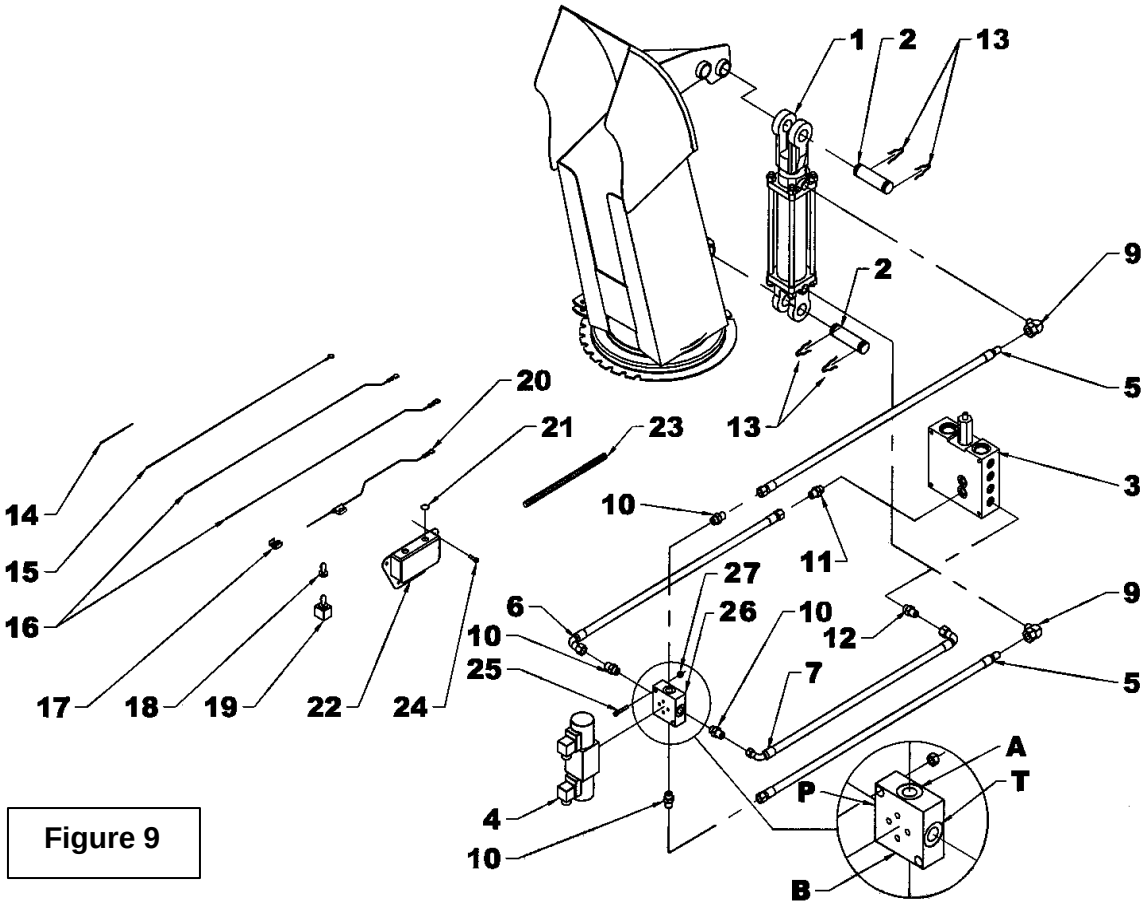
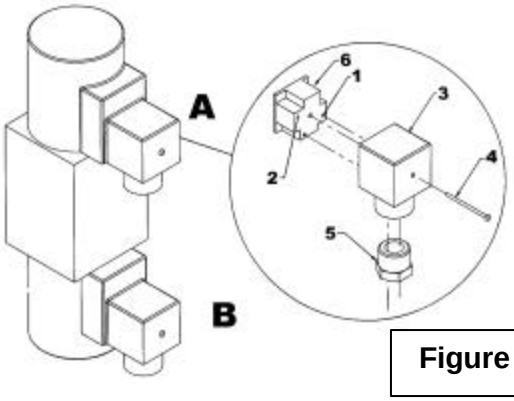

Figure 9
Figure 11
(Se référer aux Figures 9 et 10, sauf si indication contraire)
2. **(FIGURE 9) Pour une souffleuse 64":** Installer le cylindre 2'' x 6'' (item 1) dans le trou le plus éloigné de la chute en orientant la tige du cylindre vers le haut et le boulon de la manille vers l'extérieur. Bloquer les manilles du cylindre avec deux goupilles 1" (item 2) et quatre goupilles en épingles (item 13).
5. **(FIGURE 9 ou 10 selon le modèle de souffleuse, H64 ou H76)** Installer les adaptateurs 9/16" ORB mâle x 9/16" JIC mâle (item 10) sur chacun des ports du bloc hydraulique (item 26). ATTENTION: Pour ne pas confondre les adaptateurs avec les limiteurs de débit voir figure ci-dessous.
10. (FIGURE 9) Brancher le boyau 1/4" x 83" le bout 3/8 NPT enduit de téflon (item 5) qui est sur le dessus de la valve (item 4) au port du haut du cylindre (item 1) en le glissant dans le support de boyaux (fig, 9A, item 4). Brancher l'autre boyau 1/4" x 83" (item 5) dans l'autre port du cylindre en le glissant aussi dans le support de boyaux (fig, 9A, item 4). Ne pas serrer immédiatement.
(Figure 9 ou 10) H64 et H76:
18. Retirer la rondelle de blocage de l'interrupteur. Insérer l'interrupteur (item 19) dans le boîtier. Serrer l'interrupteur avec son écrou. Mettre le capuchon de plastique (item 21) sur l'autre trou du boîtier, si nécessaire. Mettre le capuchon de caoutchouc (item 18) sur l'interrupteur. Emmener les fils vers la souffleuse
19. Enlever le boîtier de connexion "A" (Fig. 11, item 3) de la valve électro-hydraulique (Fig. 9 ou 10, item 4) en enlevant complètement la vis (Fig. 11, item 4) sur le devant du boîtier et enlever le bouchon (Fig. 11, item 5) du dessous. Avec un petit tournevis, pousser délicatement sur le bloc de connexion (Fig. 11, item 6) en insérant le tournevis par le trou du bouchon (Fig. 11, item 5) pour le faire sortir du boîtier (Fig. 11, item 3). Insérer un fil blanc 360" (Fig. 9 ou 10, item 16) dans le trou identifié #1 (Fig. 11, item 1) du bloc de connexion (détail, item 6) et un fil noir 9" (Fig. 9 ou 10, item 14) dans le trou identifié #2 (Fig. 11, item 2) et passer les fils par le trou du bouchon du boîtier (Fig.11, suivre les lignes fantômes).
20. Remettre le bloc (Fig.11, item 6) dans le boîtier (Fig.11, item 3) de manière à ce que les fils soient vers le bas afin d'éviter des infiltrations d'eau (voir Figure 11). Replacer le boîtier sur la valve (Fig. 9 ou 10, item 4) et remettre la vis (Fig.11, item 4) en place ainsi que le bouchon (détail, item 5).
21. Enlever le boîtier de connexion "B" et insérer un fil blanc 360" (Fig.9 ou 10, item 16) dans le trou identifié #1 (Fig.11, item 1) du bloc de connexion (Fig.11, item 6). Mettre le bout du fil noir 9" (Fig.9 ou 10, item 14) du boîtier "A" ainsi que le fil noir 360" (Fig. 9 ou 10, item 15) dans le trou identifié #2 (voir Fig. 11, item 2). Passer les fils par le trou du boîtier (Fig.11, suivre les lignes fantômes). Remettre le bloc dans le boîtier de manière à ce que les fils soient vers le bas afin d'éviter des infiltrations d'eau,
23. Amener le fil noir 360" (Fig. 9 ou 10, item 15) jusqu'au boîtier d'interrupteur (item 19) par le même endroit où les fils blancs (item 16) ont été emmenés du tracteur à la souffleuse et fixer le terminal à anneau en vissant la quatrième vis auto-perçante #10 x 1/2" (Fig. 9 ou 10, item 24) au boîtier d'interrupteur.
24. Brancher le fil avec fusible (Fig. 9 ou 10, item 20) au fil d'interrupteur de contact du tracteur à l'aide du connecteur de dérivation (Fig. 9 ou 10, item 17).
25. Recouvrir tous les fils avec une enveloppe protectrice (item 23) afin qu'ils soient bien protégés.